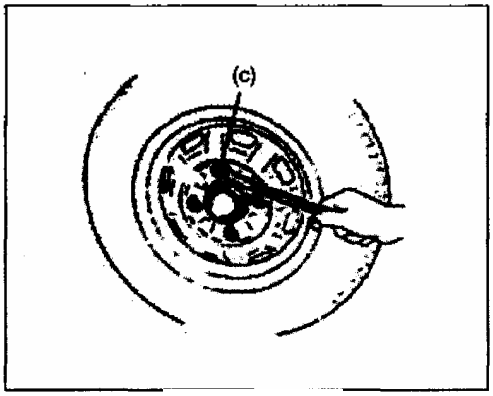

Рис. 506
4) Установите колеса и затяните гайки требуемым моментом (Рис. 506).